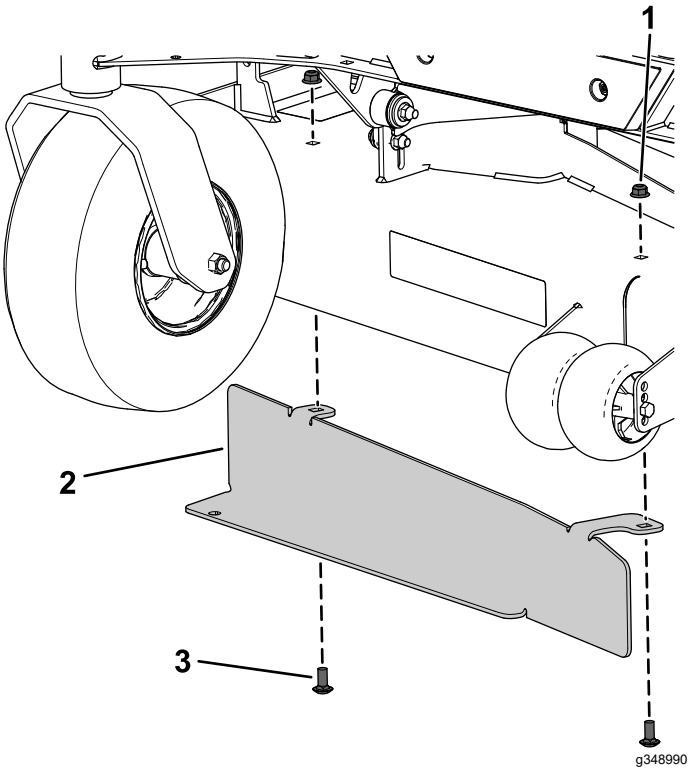
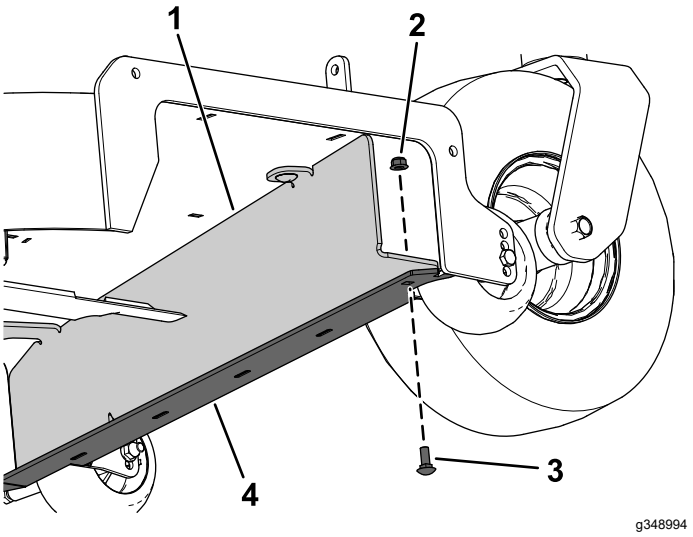

Figure 4
Figure 5
3. Install the bagger baffle to the mower deck and deck bumper using 2 carriage bolts (3/8 x 7/8 inch), 2 locknuts (3/8 inch), 1 carriage bolt (5/16 x 7/8 inch), and 1 locknut (5/16 inch) as shown in Figure 4 and Figure 5.